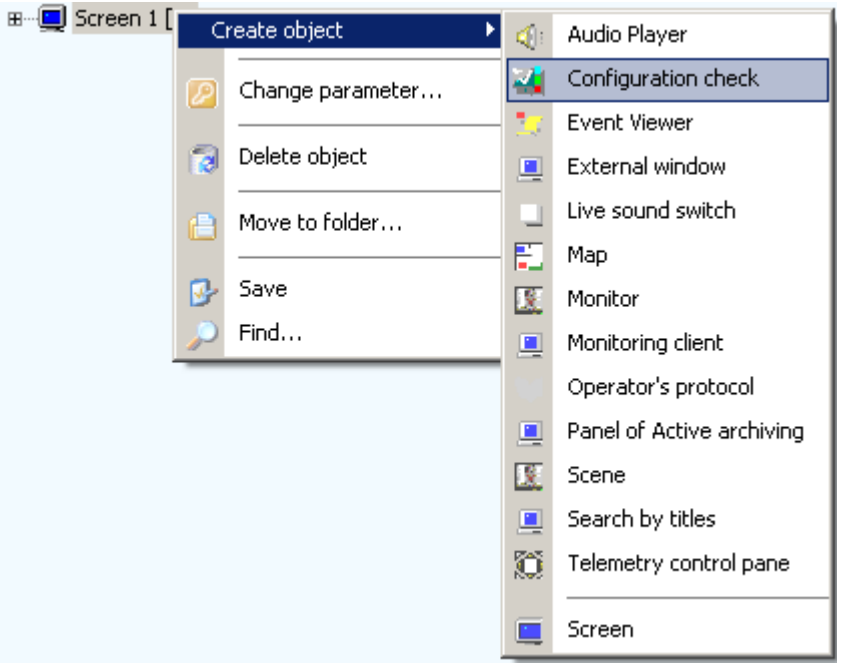

Figure 12.14-2 Creating the “Configuration check” object
11. Create the “Configuration check” object on the base of the “Screen” object (Figure 12.14-2).